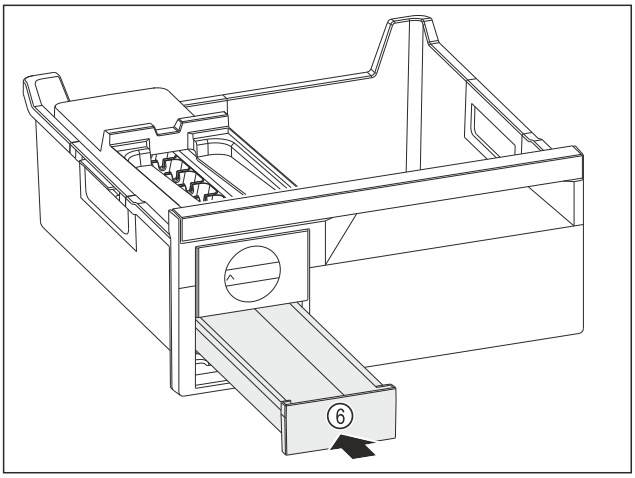

Fig. 217
▶ Insert the ice cube drawer *Fig. 217 (6)*.